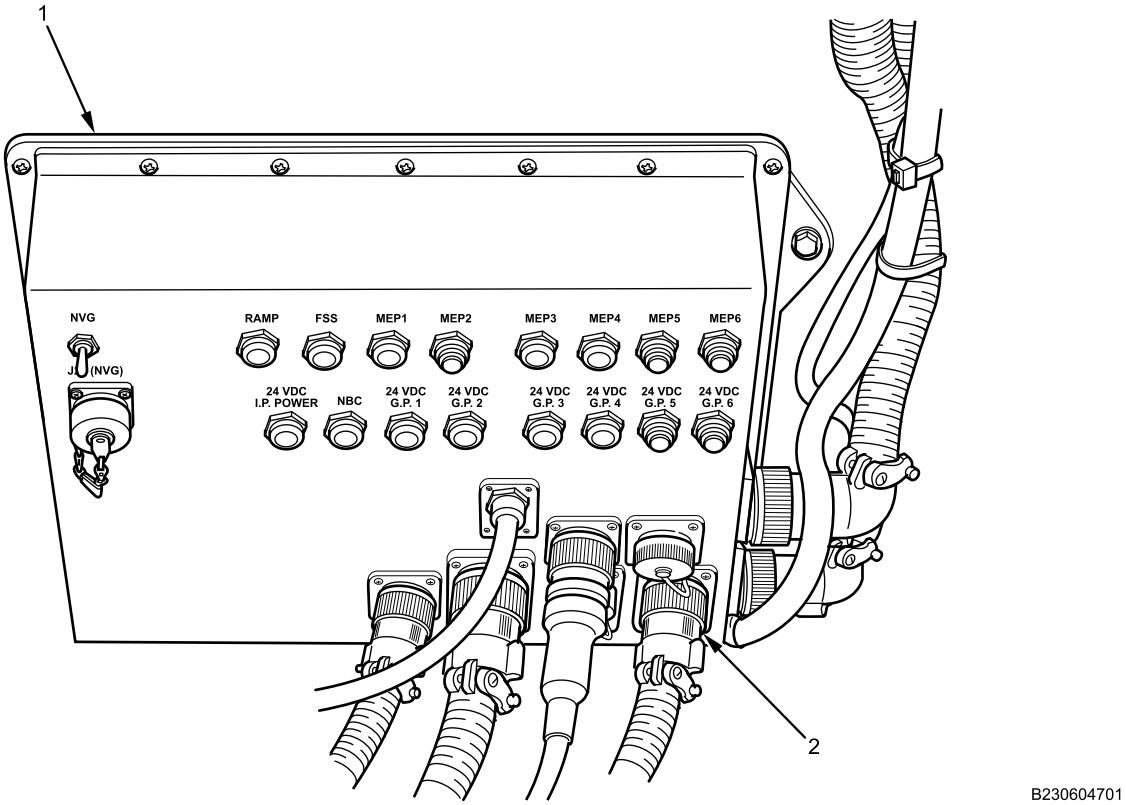

Figure 2. Rear Door/Ramp Feed Harness Connection.
5. Disconnect rear door/ramp feed harness connector (Figure 2, Item 2) to PDM (Figure 2, Item 1).